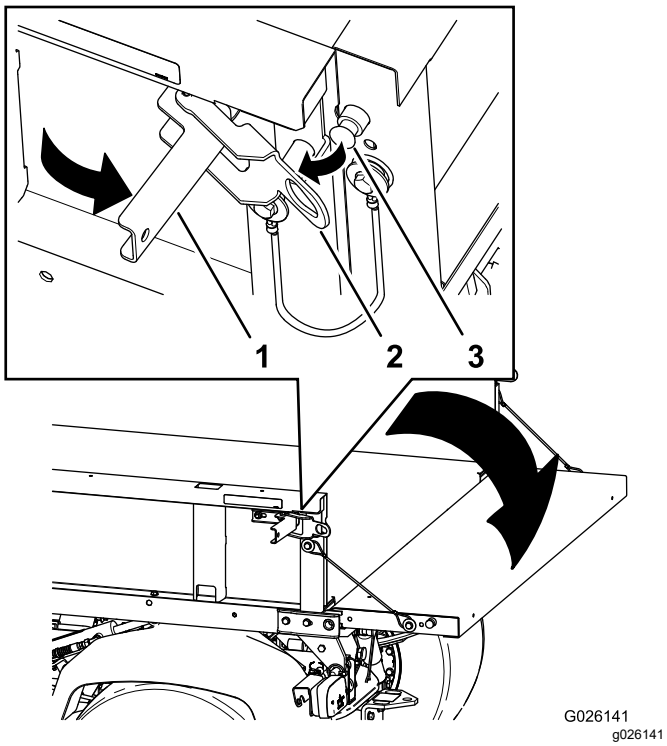

Figur 14
2. Öppna spärrhakarna på vänster och höger sida av lastlådan och sänk ner flakskyddet (Figur 14).